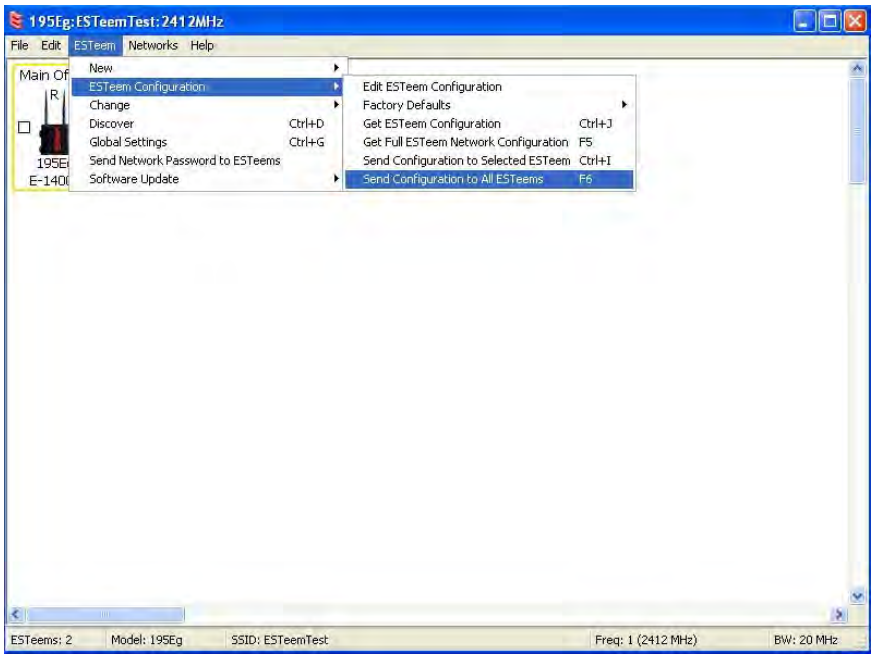

Figure 14: Send Configuration to ESTeem's
5. Verify both ESTeem modems are connected to the same switch as the computer running the ENC Utility and send the configuration to both modems at the same time by selecting ESTeem>ESTeem Configuration>Send Configuration to All ESTeems (Figure 14).